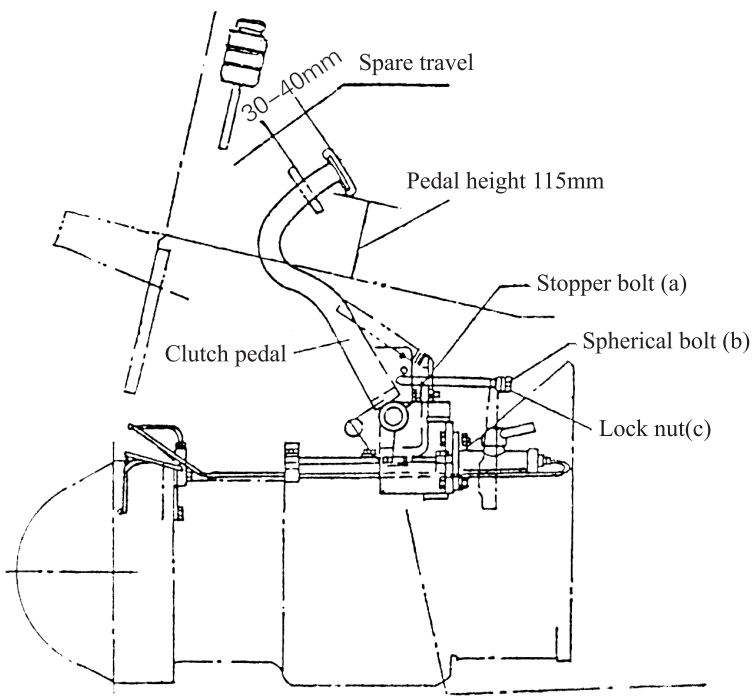

Fig.2-2 Clutch pedal
(8) Press the clutch pedal and remove the three spacers.
(9) Adjust the travel of the clutch pedal. (See Fig.2-2)
2.4 Adjustment of Clutch Pedal Travel (See Fig.2-2)